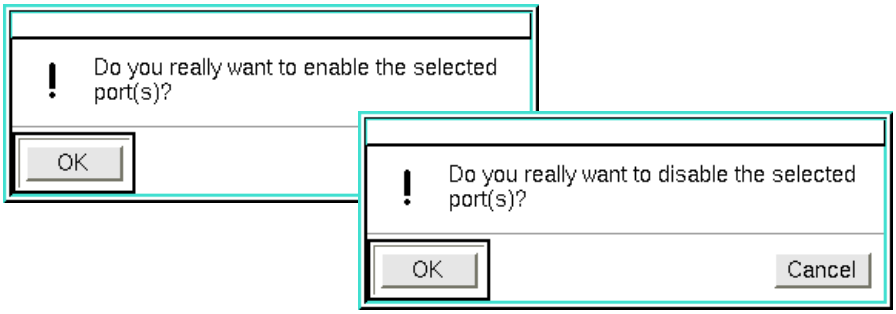

Figure 4-2. Enable/Disable Confirmation Windows
2. Click on either Enable or Disable. The appropriate window shown in Figure 4-2 will appear.